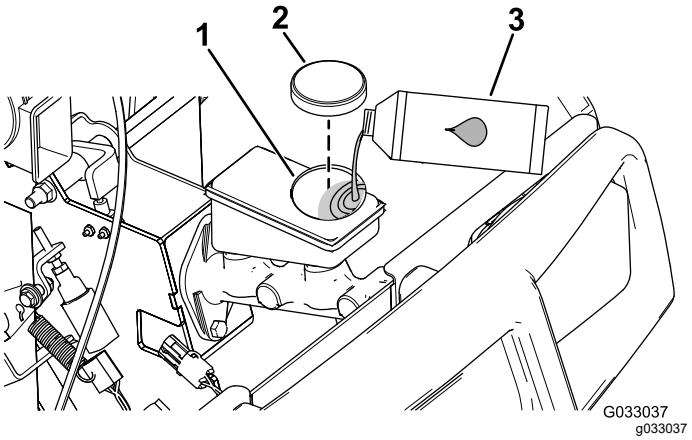

Figuur 67
4. Open de motorkap om toegang te krijgen tot de hoofdremcilinder en het reservoir (Figuur 67).
A. Reinig de omgeving van de reservoirdop en verwijder de dop (Figuur 67).
C. Plaats de dop weer op het reservoir (Figuur 67).